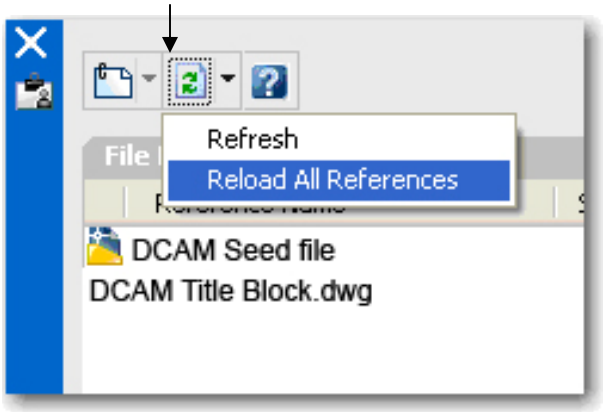

Figure 4.3.6
6. To reload all XRefs just click on the reload button in the Xref window as shown below, in **figure 4.3.6**